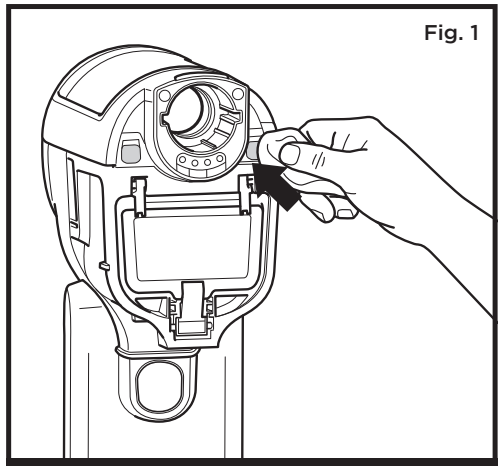
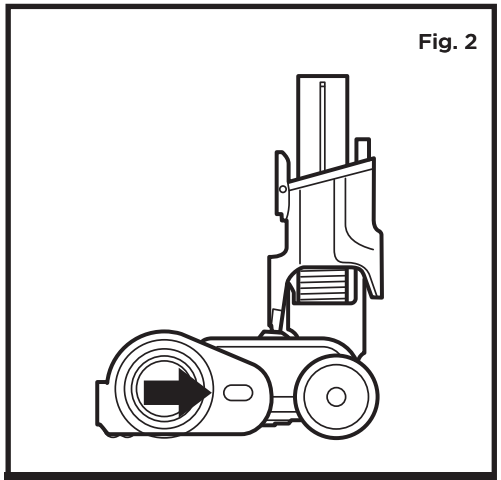
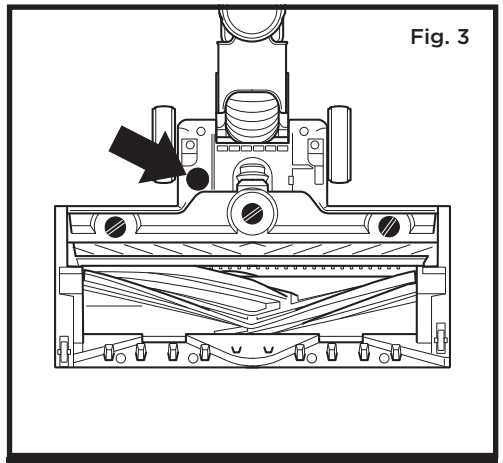

Fig. 1
Fig. 2
Fig. 3
2. Finn Dirt Detect-sensoren (fig. 1), Edge Detect-sensoren (fig. 2), og Floor Detect-sensoren (fig. 3).